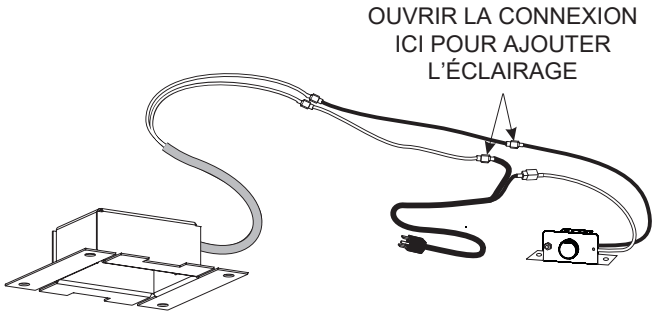

Figure 2
3. Ouvrir la connexion du faisceau de câbles aux points montrés à la **Figure 2.**
5. Connecter ses fils du boîtier d'éclairage sur le cordon d'alimentation comme montré aux **Figures 2 et 3**, et ajuster le boîtier d'éclairage dans l'ouverture du plafond.